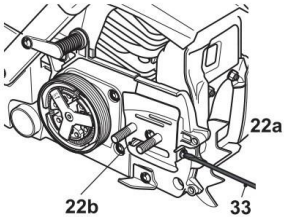

Rys. 3
2. Przed demontażem zablokuj hamulec łańcucha. Jeśli łańcuch jest włączony, wciśnij pokrywę przedniego uchwytu/dźwignię hamulca (11) w kierunku do tyłu, dopóki nie zablokuje się w danej pozycji.
3. Za pomocą dostarczonego klucza do świecy zapłonowej (32) usuń dwie nakrętki mocujące (16) z pokrywy bocznej (18).
4. W razie potrzeby wyreguluj bolec napinający (22b) poprzez dokręcanie lub odkręcanie śruby napinającej (22a) za pomocą śrubokręta (33), do momentu osiągnięcia pozycji, w której bolec może być wsunięty do spodniego otworu w prowadnicy (13) (rys. 3).